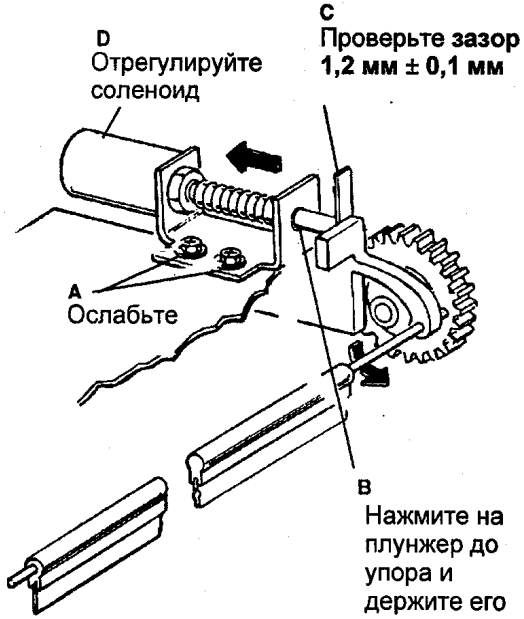

Рис. 2 Регулировка соленоида ракеля
1. (РИС. 2): ОТРЕГУЛИРУЙТЕ СОЛЕНОИД РАКЕЛЯ.